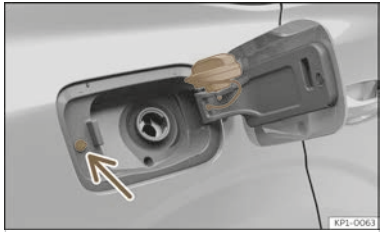

Fig. 204 Fuel tank flap with tank cap attached.
- Place it in the space on the hinge of the open flap ››› Fig. 204.
Avoid touching the fuel tank flap lock button >>> Fig. 204 (arrow). The system will interpret that you have finished and cannot continue refuelling. Press the ⛽ button on the driver's door again to continue.